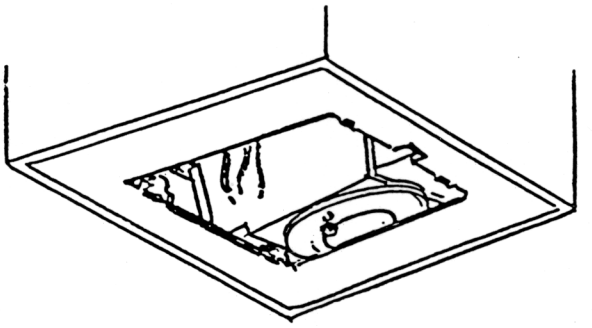

FIG. 1
3. Orient the capacitor end of the ballast housing in the end of the UCT housing with **two tabs** and place the unit to the side (Fig. 1).